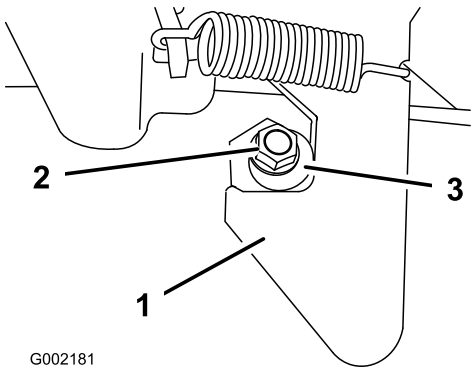

Figuur 65
1. Draai de borgmoer op het uiteinde van de vergrendelstang los (Figuur 65).
2. Draai de vergrendelstang rechtsom tot deze stevig tegen het gehaakte gedeelte van de vergrendeling aandrukt (Figuur 65).